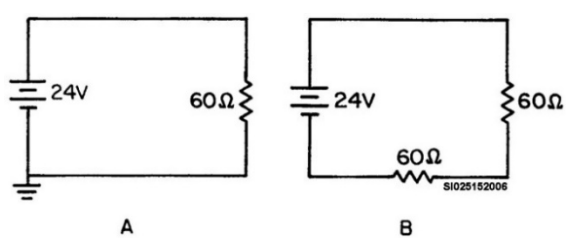

Figure 1–35. Simple series circuits.
Since 1 mA is equal to .001 A, then .4 x 1000 mA = 400 mA. The circuit current is therefore equal to .4 A or 400 mA. Either form is acceptable. Figure 1–35(B) shows the same circuit, but another 60 Ω of resistance has been added. Current is now: